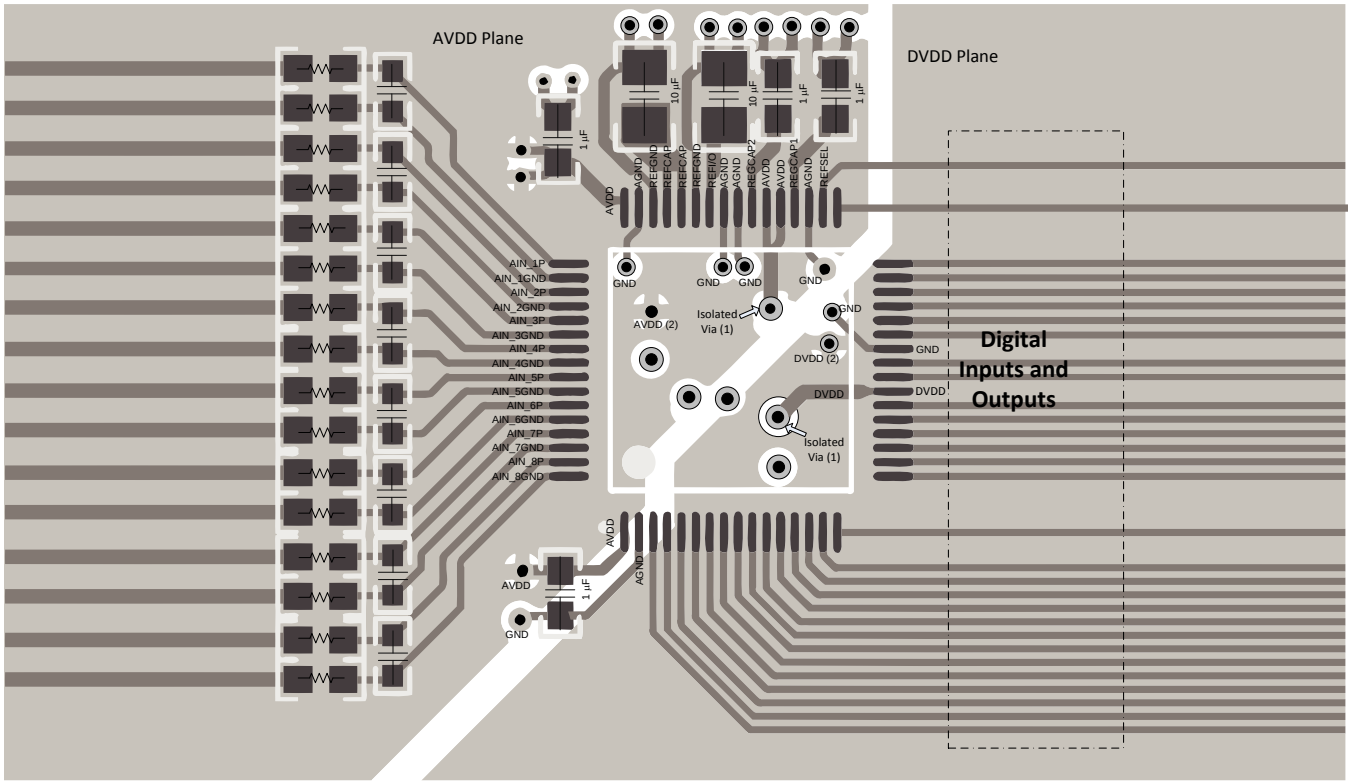
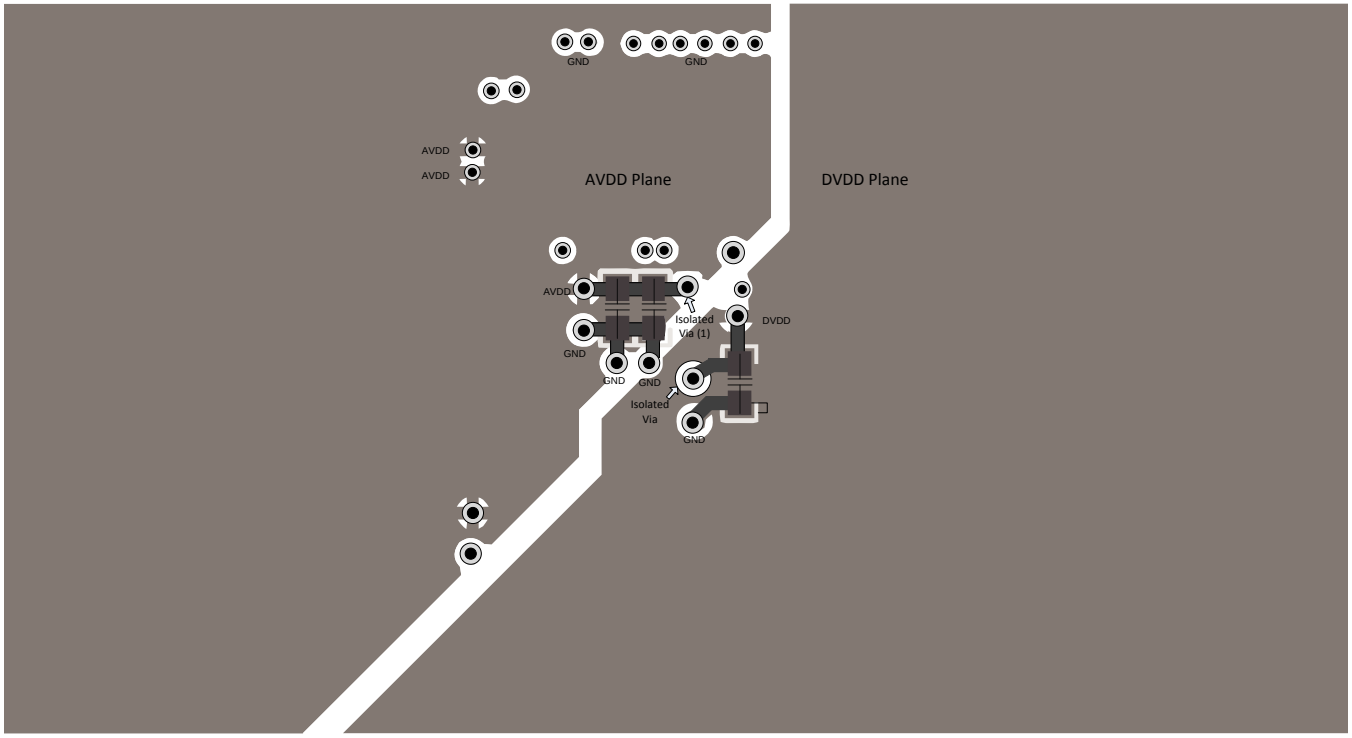

Figure 90. Top Layer Layout
Figure 91. Bottom Layer Layout
Figure 90 and Figure 91 illustrate a PCB layout example for the ADS8598H.
- Power sources to the ADS8598H must be clean and well-bypassed. As a result of dynamic currents during conversion, each AVDD must have a decoupling capacitor to keep the supply voltage stable. Use wide traces or a dedicated analog supply plane to minimize trace inductance and reduce glitches. Using a 1-µF, X7R-grade, 0603-size ceramic capacitor is recommended in close proximity to each analog (AVDD) supply pin. Bypass capacitors for AVDD pins 1 and 48 are located on the top layer; see Figure 90. AVDD supply pins 37 and 38 are connected to bypass capacitors in the bottom layer using an isolated via (1); see Figure 91. A separate via (2) is used to connect the bypass capacitor to the AVDD plane.
- For decoupling the digital (DVDD) supply pin, a 1-µF, X7R-grade, 0603-size ceramic capacitor is recommended. The DVDD bypass capacitor is located in the bottom layer; see Figure 91.
Figure 90 and Figure 91 illustrate a recommended layout for the ADS8598H along with proper decoupling and reference capacitor placement and connections.